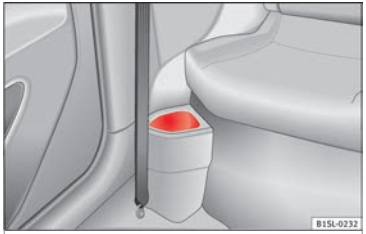

Fig. 127 In front of the rear seats: storage compartment
- In front of the rear seats ››› **Fig. 127**.